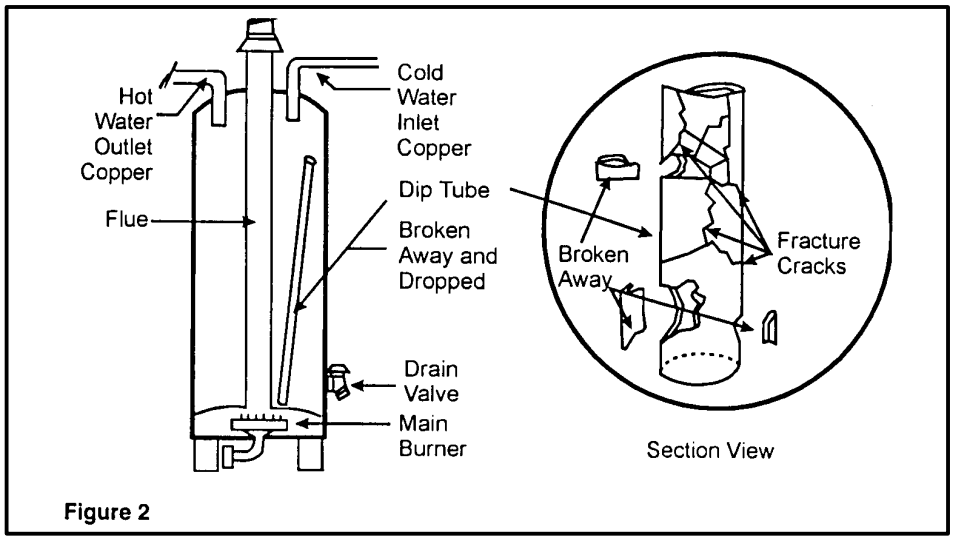

Figure 2
*Figure 2* shows that heat has softened the plastic dip tube, and turbulence created inside the water heater has caused the dip tube to break off. With the dip tube broken away, the cold water comes into the top of the tank, creating more turbulence while reducing temperatures and requiring the thermostat to be adjusted upward. The hot water continues to change the structure of the nonmetallic dip tube, causing it to become brittle.